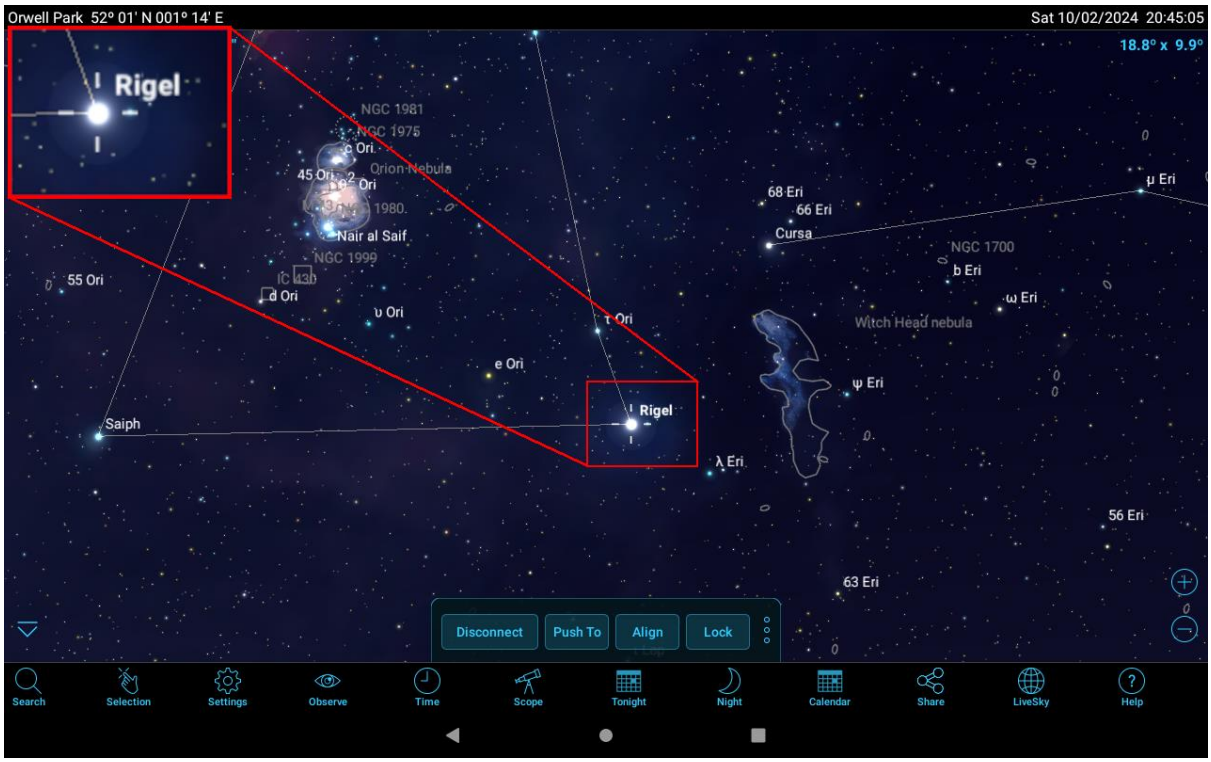

Figure 25. Crosshairs centred on Rigel.
9. On SkySafari, tap on Rigel and crosshairs will appear centred on the star. If necessary, zoom-in to make it easier to tap the correct star. See figure 25.